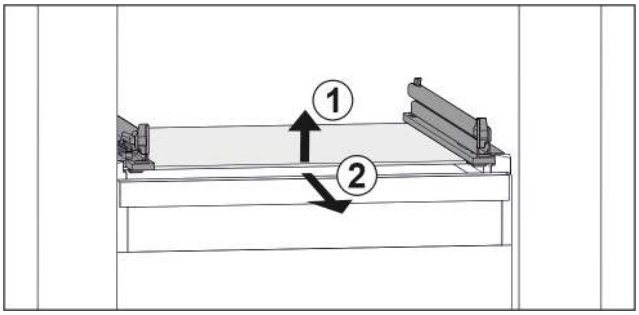

Fig. 46 Example illustration of glass shelf
▶ Lift glass shelf at the front. *Fig. 46 (1)*
▶ Take out glass shelf to the front. *Fig. 46 (2)*